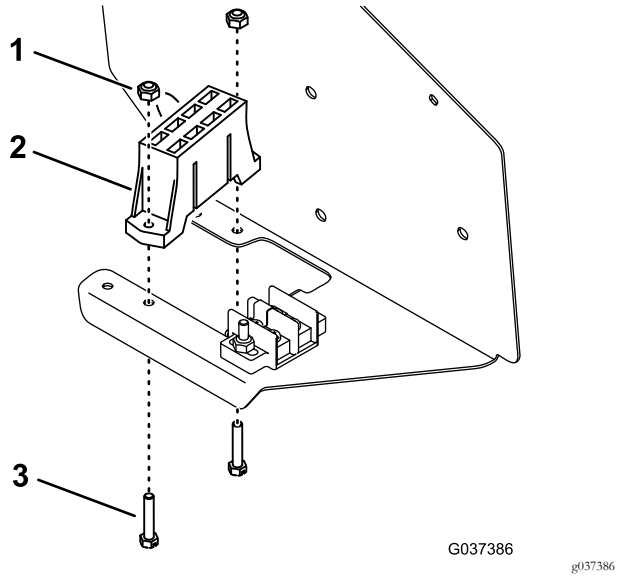

**Figuur 9**
5. Monteer de zekeringhouder aan de onderkant van het bedieningspaneel, naast de bestaande zekeringhouder, met 2 schroeven en 2 borgmoeren (Figuur 9).
**Opmerking:** Monteer de schroeven van de onderkant van het paneel zoals afgebeeld in Figuur 9.